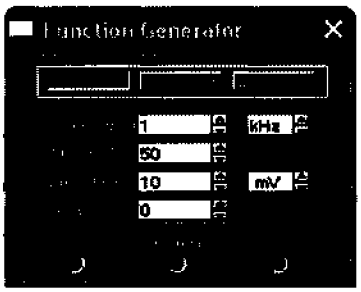

Рис. 23. Установка параметров входного сигнала на функциональном генераторе
3. Установите параметры входного сигнала на функциональном генераторе **(Function Generator)** как показано на рис. 23.
5.1. На функциональном генераторе (рис. 23) установите значение частоты входного сигнала 100 Нг (100 Гц).